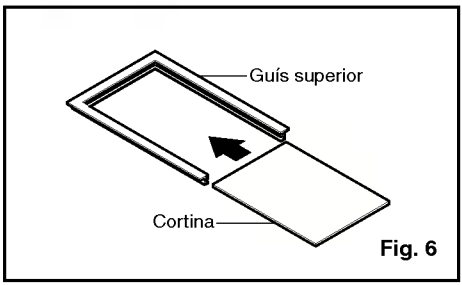

Fig. 6
8. Deslice la cortina en el marco de la cortina. Deslice el conjunto del marco de la cortina en las guías laterales del compartimento del aire acondicionado. Asegúrese de que la cortina queda firmemente enmarcada por todos los laterales. (Fig. 6)